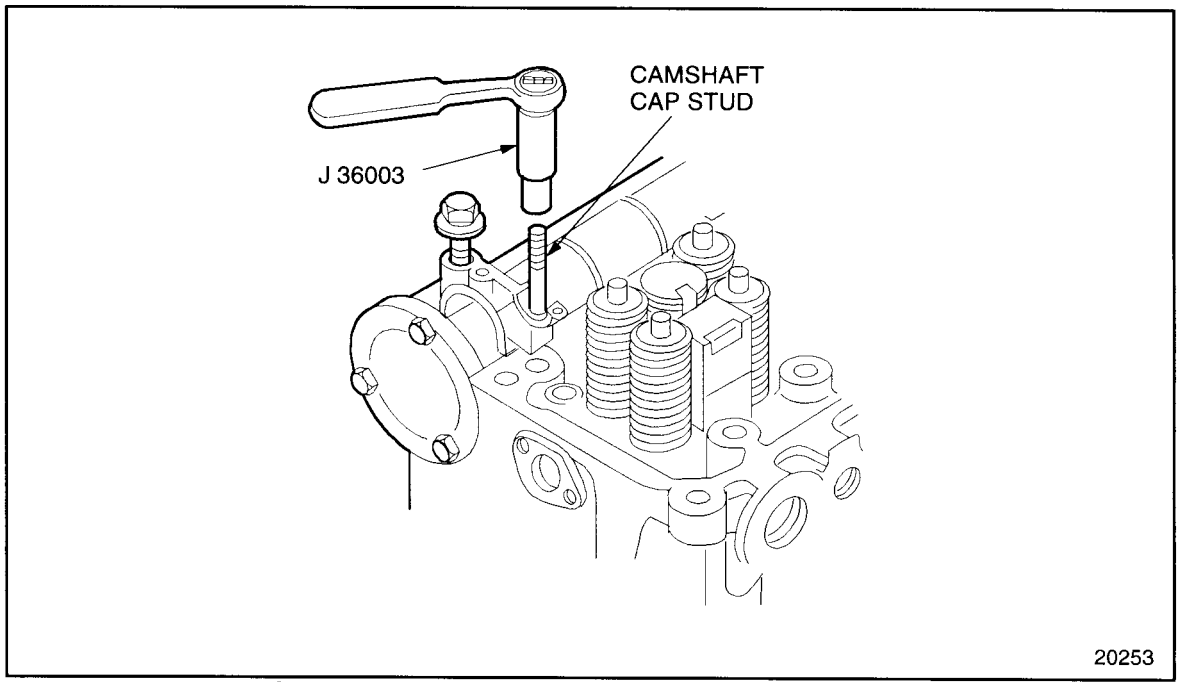

Figure 1-379 Camshaft Cap Stud Removal
14. Remove the remaining seven camshaft cap bolts. Remove the No. 1 and 7 studs using socket tool, J 36003 part of J 36003–A. See Figure 1-379.